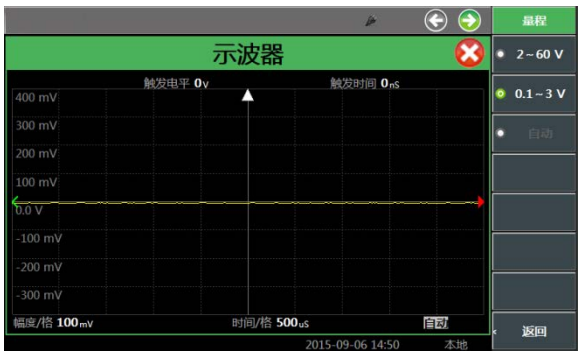

图 4.37　示波器 DVM 量程选择窗口
- 点击触摸屏右侧[量程选择]软键，如图 4.37 所示，选择合适的量程。